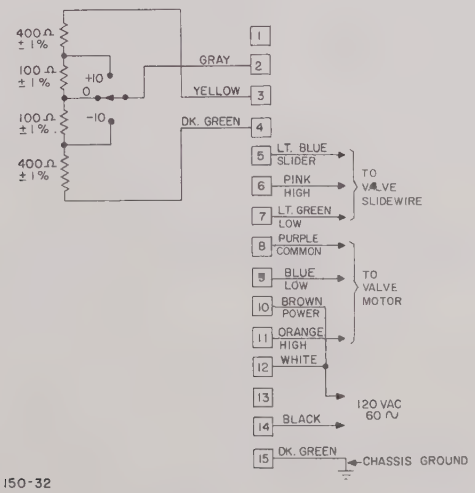

Figure 1. Connections to 15-Wire Test Cable
(1) Wire the interconnecting cable assembly as shown in figure 1, with the test switch in the "0" position.